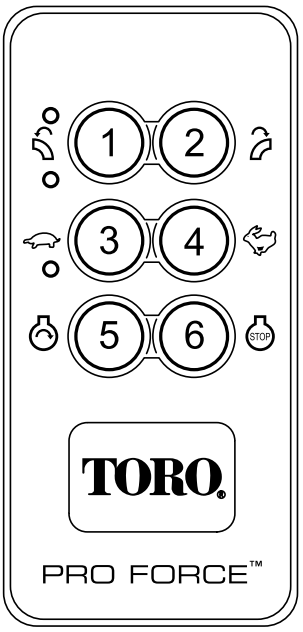

Figur 12
4. Motorstart aktiveres kun ved at trykke på startknappen, når Engine Start Enable Condition (aktiveringstilstanden for motorstart) er aktiv. Aktiveringstiltanden for motorstart kan kun aktiveres, når den følgende Engine Start Enable Sequence (aktiveringssekvens for motorstart) er blevet udført (Figur 12).